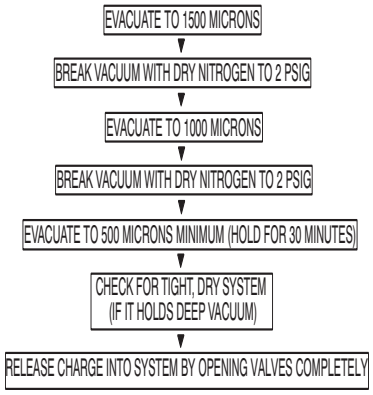

Fig. 25 — Triple Evacuation Method
The triple evacuation method should be used when vacuum pump is not capable of pumping down to 500 microns and system does not contain any liquid water. Refer to Fig. 25 and proceed as follows:
5. Repeat this procedure as indicated in Fig. 25. The system should now be free of any contaminants and water vapor.